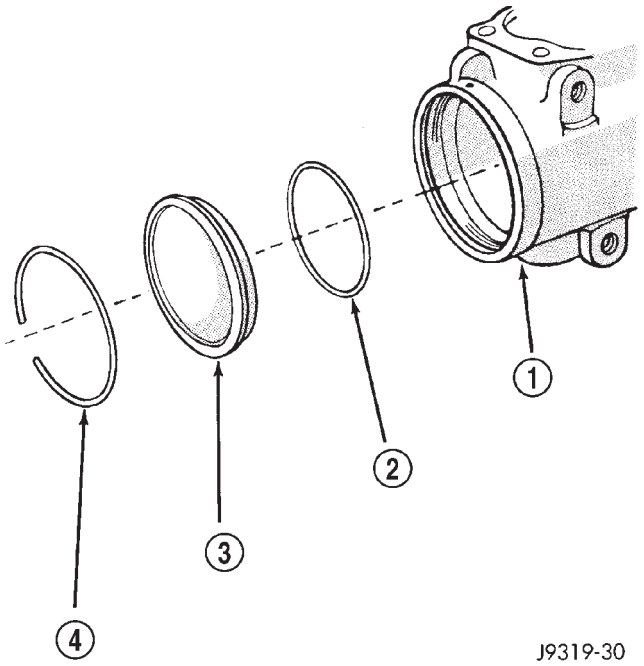

Fig. 33 End Plug Components
(3) Remove O-ring from the housing (Fig. 33).